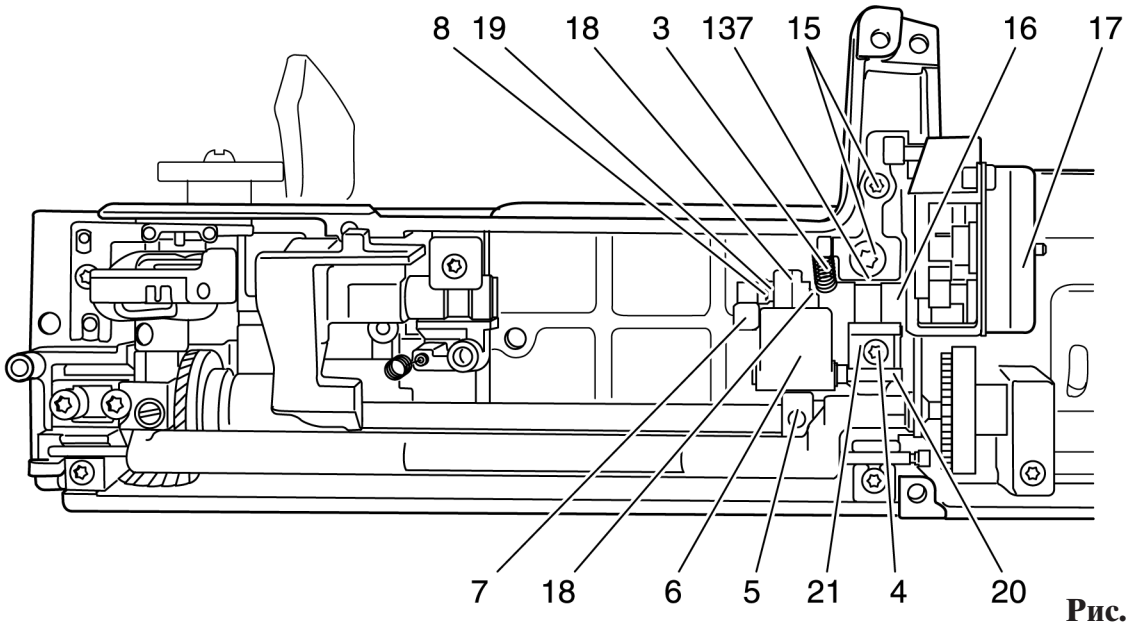

Рис. 107
- Снимите пружину растяжения 3 (рис. 107).
- Вставьте в полном сборе шаговый двигатель транспортера 17 с крепежным щитком (рис. 107).